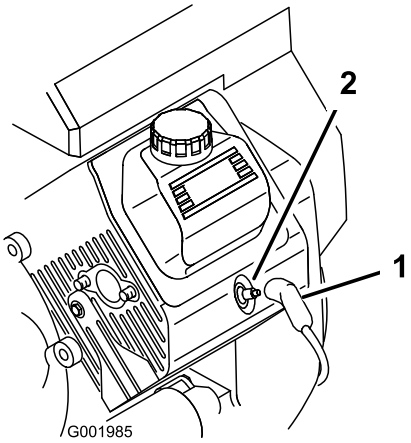

Figur 39
3. Dra av kablarna från tändstiften (Figur 39).
3. Skjut på kablarna på tändstiften (Figur 39).